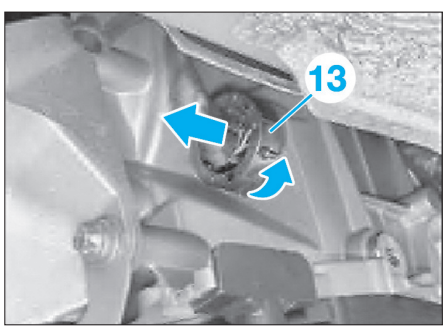

Fig. 12
• Déverrouiller et retirer le connecteur (13) par un mouvement de rotation **(Fig.12)**.